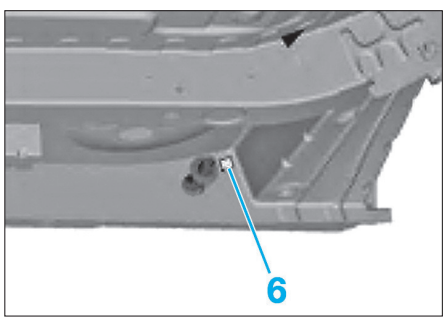
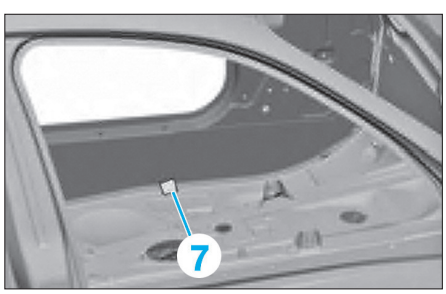

FIG. 10
FIG. 11
• Découper un grand trou de 20 X 50 mm dans la zone (4).
• Avec une boucle en fil métallique, retirer de la tôle le flexible d'écoulement d'eau (5) du toit ouvrant.
• Découper le montant en (3), puis dépointer.
• Dépointer en (6) et (7) **(Fig.10)** et **(Fig.11)**.